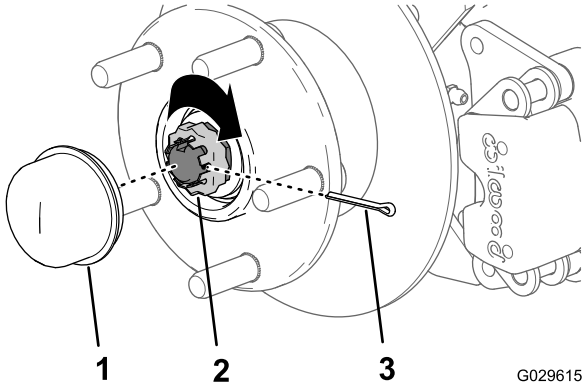

Figur 36
8. Montera hållaren över muttern och kontrollera inriktningen mellan skåran i hållaren och hålet i spindeln för saxpinnen (Figur 36).
9. Montera saxpinnen och böj benen runt hållaren (Figur 36).
10. Montera dammkåpan på navet (Figur 36).